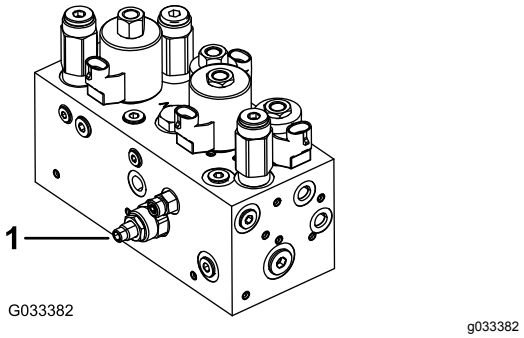

Figur 47
Klippeenhedsløftets/-sænkningens kredsløb er udstyret med en strømreguleringsventil (Figur 47). Denne ventil er fabriksindstillet til ca. tre omdrejninger åben, men det kan være nødvendigt at justere den af hensyn til forskellige hydraulikvæsketemperaturer, klippehastigheder osv.
1. Hæv sædet og find strømreguleringsventilen til den midterste trækramme (Figur 47), som er placeret på siden af hydraulikmanifolden.